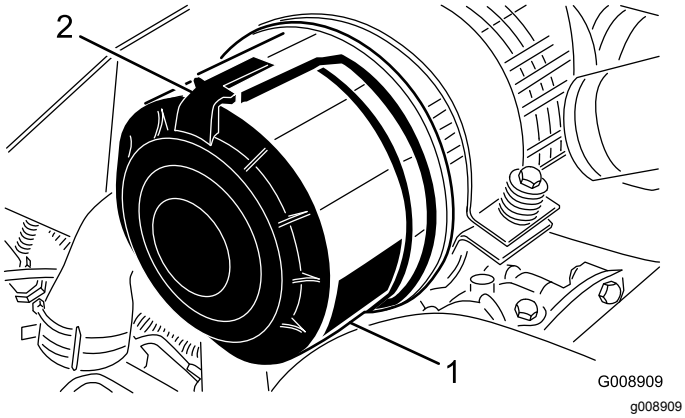

Figur 79
1. Åbn låsene, der fastgør luftfilterdækslet til luftfilterhuset (Figur 79).